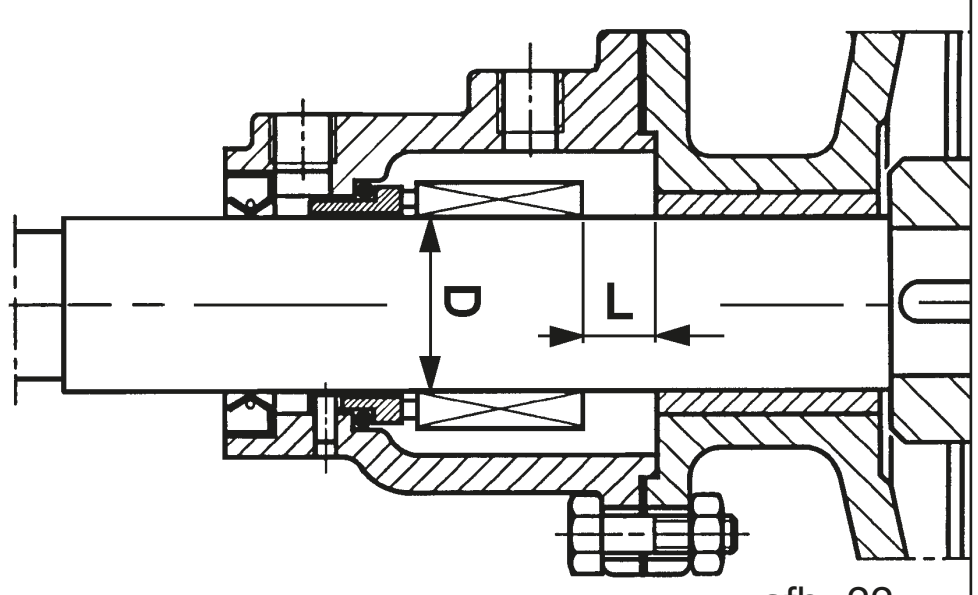

afb. 22
N.B. De tabel geeft diameter D van de as en afstand L tussen de afdichting (66) en de flens-steun (09) aan, die niet geblokkeerd is maar op de achterkant van de rotor rust (afb. 22)
- ☐ Monteer zorgvuldig het vaste deel (66.6) in de afdichtinghouder (80)
- ☐ Monteer de afdichtingslip (68) in de afdichtinghouder (80)